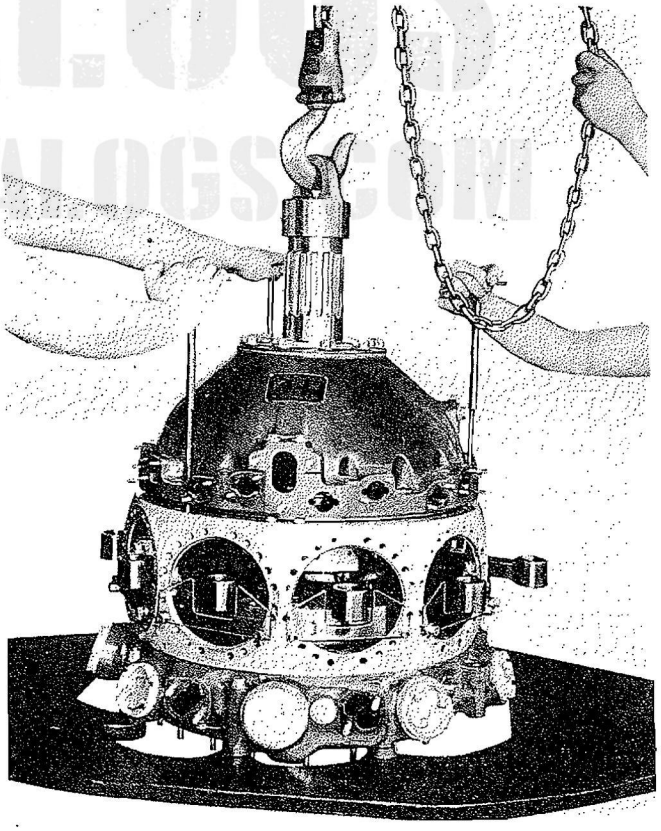

Figure 87—Removing Crankcase Front Section
d. Remove the three puller hole plugs and gaskets from the rim of the crankcase front section, insert in their place three pullers (Tool No. 83648). Screw down evenly on the pullers until the front section is loose on the crankcase front main section. Refer to Figure 87. Install the hoisting eye (Tool No. 83761)